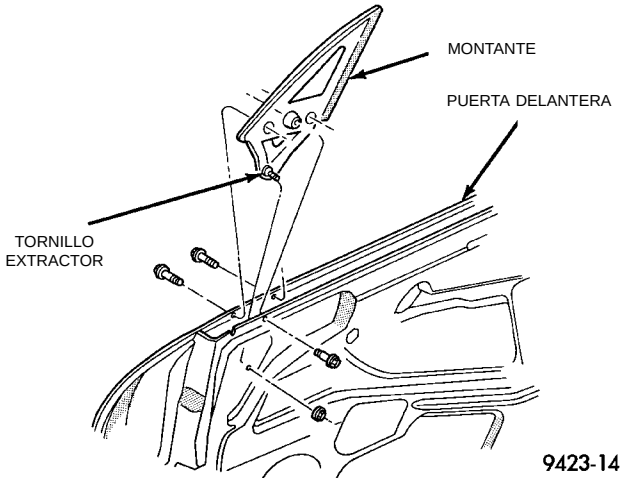

Fig. 33 Montante del espejo lateral
(1) Retire el espejo lateral.
(2) Retire el perno que sujeta la parte superior del montante del espejo lateral al panel interior de la puerta.
(3) Retire los pernos que sujetan el montante al panel exterior de la puerta (Fig. 33).
(4) Retire la tuerca que fija el tornillo extractor del montante al panel interior de la puerta.
(5) Desacople el sujetador de presión que fija el burlete de la abertura de la puerta al montante.
(6) Separe el montante del vehículo.